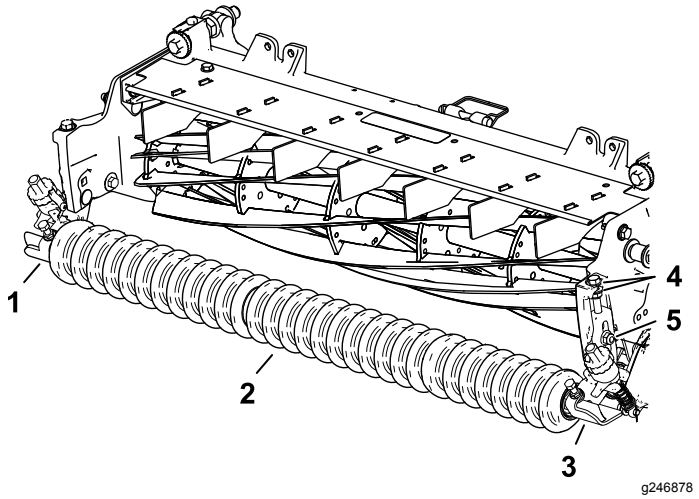

Figur 10
1. Monter løst venstre og høyre klippehøydebrakett-enheter og den fremre valseenheten til klippeenhetens sideplater, med låseboltene du fjernet tidligere (Figur 10).